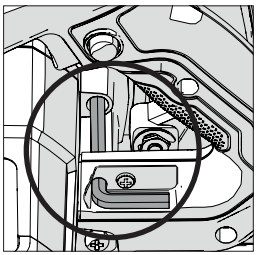

Fig. 1
- Repérez la clé hexagonale de changement de lame fournie qui se trouve dans le dispositif de rangement embarqué (au même endroit sur toutes les machines). **(Fig. 1)**